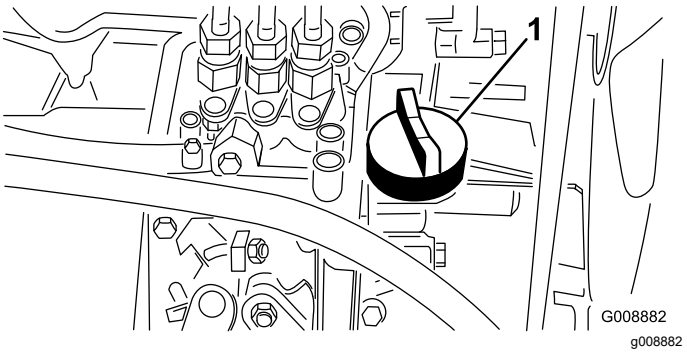

**Figuur 28**
4. Als het oliepeil te laag is, verwijdert u de vuldop (Figuur 28) en vult u bij met kleine hoeveelheden olie totdat het oliepeil de Vol-markering op de peilstok bereikt. Vul de olie langzaam bij en controleer daarbij veelvuldig het peil.